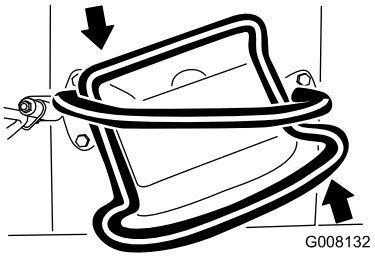

**Figur 11**
- Vrid drivreglaget moturs för att svänga åt vänster (Figur 11).